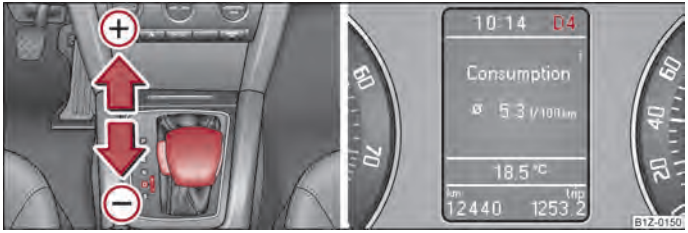

Fig. 107 Selector lever: manual shifting/information display: Manual shifting of gears
The selector lever position you have engaged is indicated in the information display of the instrument cluster together with the engaged gear ⇒ fig. 107 - right.
– One-touch forward of the selector lever (in the Tiptronic position) ⇒ fig. 107 (+).